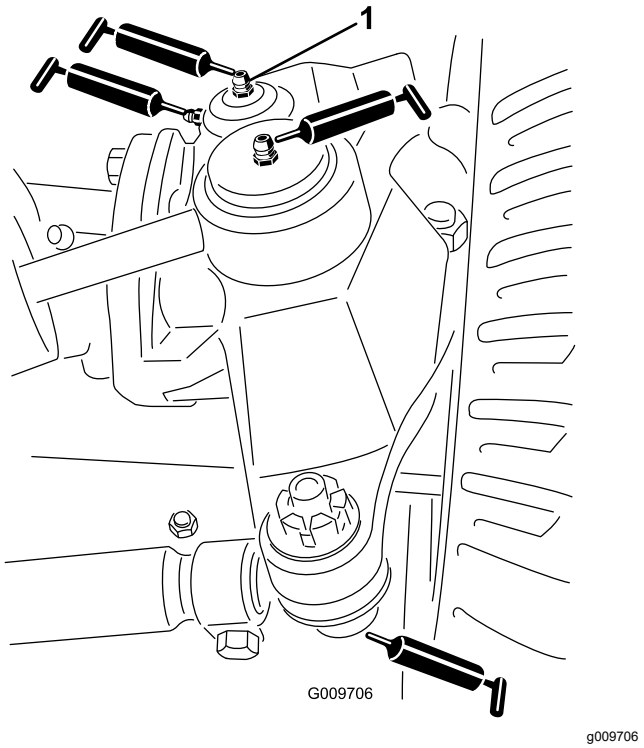

Figur 81
- Styresylinderens kuleledd (2) (Figur 81)
- Parallellstagets kuleledd (2) (Figur 81)
- Kingbolthylsene (2) (Figur 81) **Den øverste anordningen på kingbolten skal bare smøres årlig (to pumpetrykk).**